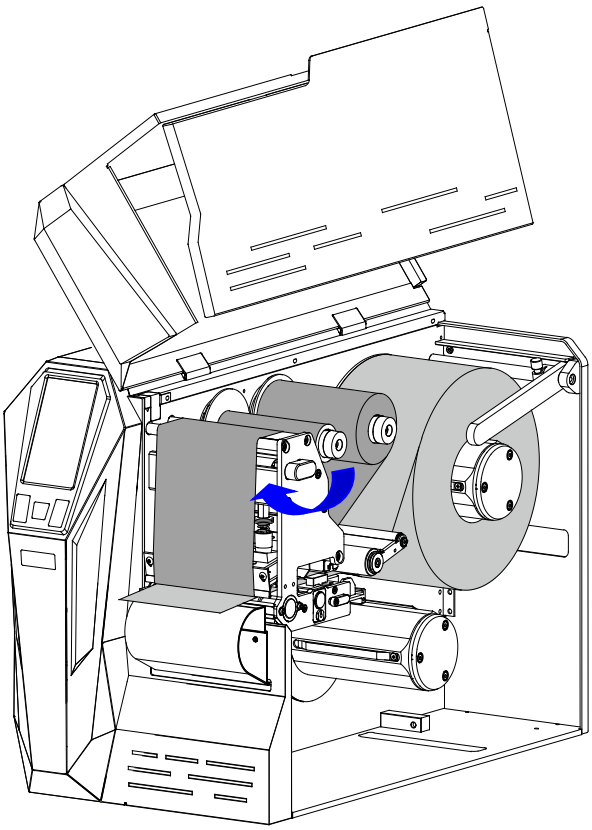

Figure 2-35 Lock the Printhead
5. Turn the Printhead Handle clockwise to lock the Printhead in place, as shown in Figure 2-35.
7. The connected printer will be detected, click "Next", as shown in Figure 2-35.